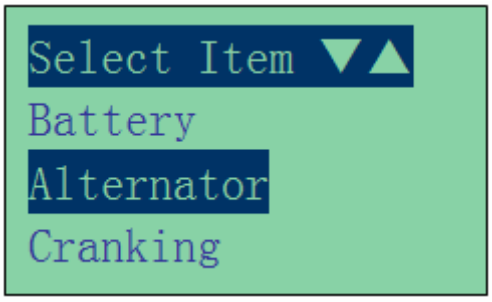

Figure 21
3. Pressing key once will scroll down to the 'Alternator' (Fig.21)